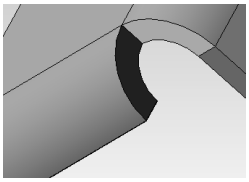

Рис. 1.39
14. Нажмите кнопку Замыкание углов  на панели Элементы листового тела. Поверните модель и укажите одно из ребер сгибов, для которых необходимо выполнить замыкание. Грани углов подсветятся цветом (рис. 1.39).